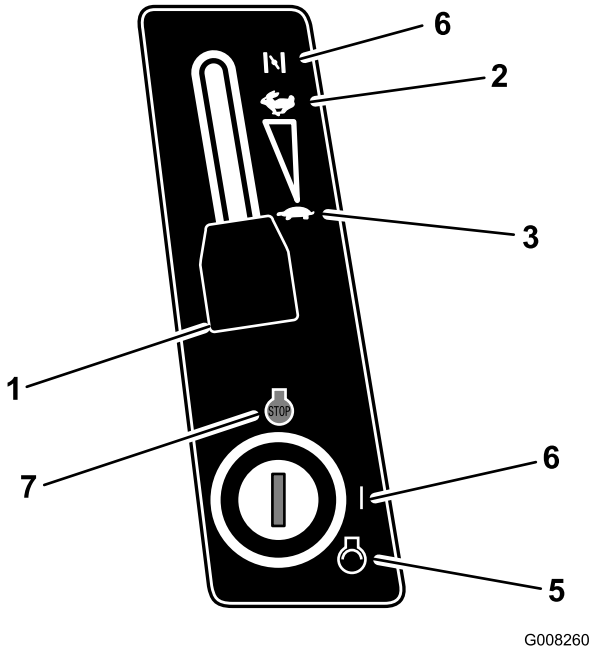

Figur 12
5. För gasreglaget till läget On (På), om du startar en kall motor (Figur 12).
6. Flytta gasreglaget till det sakta läget (Figur 12).
7. Vrid tändningsnyckeln medsols och håll den i startläget (Figur 12). Släpp nyckeln när motorn startar.
8. Flytta sakta gasreglaget till det snabba läget (Figur 12) när motorn har startat.
1. Flytta gasreglaget till det långsamma läget (Figur 12).
2. Vrid tändningsnyckeln till Av (Figur 12).